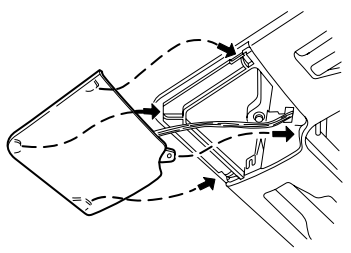

**Fig. 11-4**
(5) Install the receiver unit in the panel. At this time, slide the receiver unit so that each of the 3 tabs fits into its respective hole. Take care that the wires are not pinched. (Fig. 11-4)